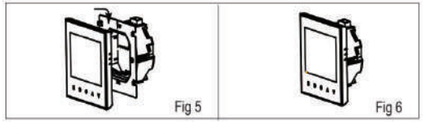

Fig 5 Fig 6
Step 5. Fasten body of thermostat and the mounting plate See Fig 5